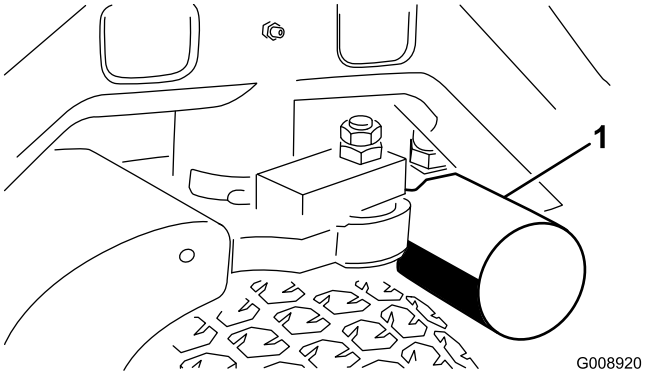
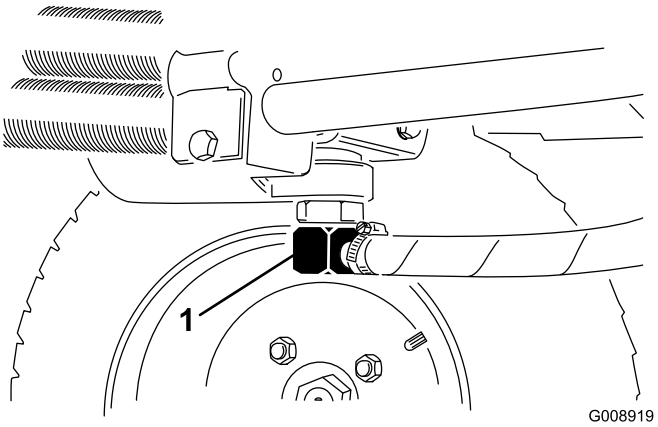

Figur 61
Figur 62
3. Rengör runt området där filtret ska monteras. Placera ett avtappningskärl under filtret (Figur 61) och avlägsna filtret.
2. Lossa hydraulledningen (Figur 62) eller avlägsna hydraulfiltret (Figur 61) och låt hydrauloljan rinna ned i ett uppsamlingstråg. Sätt tillbaka hydraulledningen när hydrauloljan har slutat att droppa.